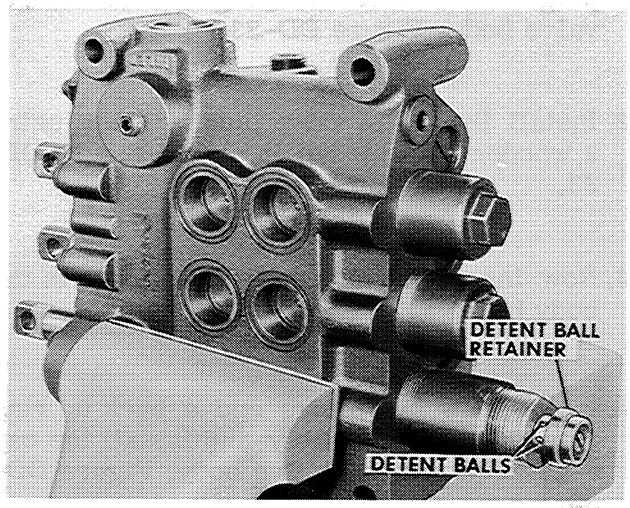

Figure DD-30
3. Install the six detent balls and retainer into the inner sleeve, Figure DD-30..